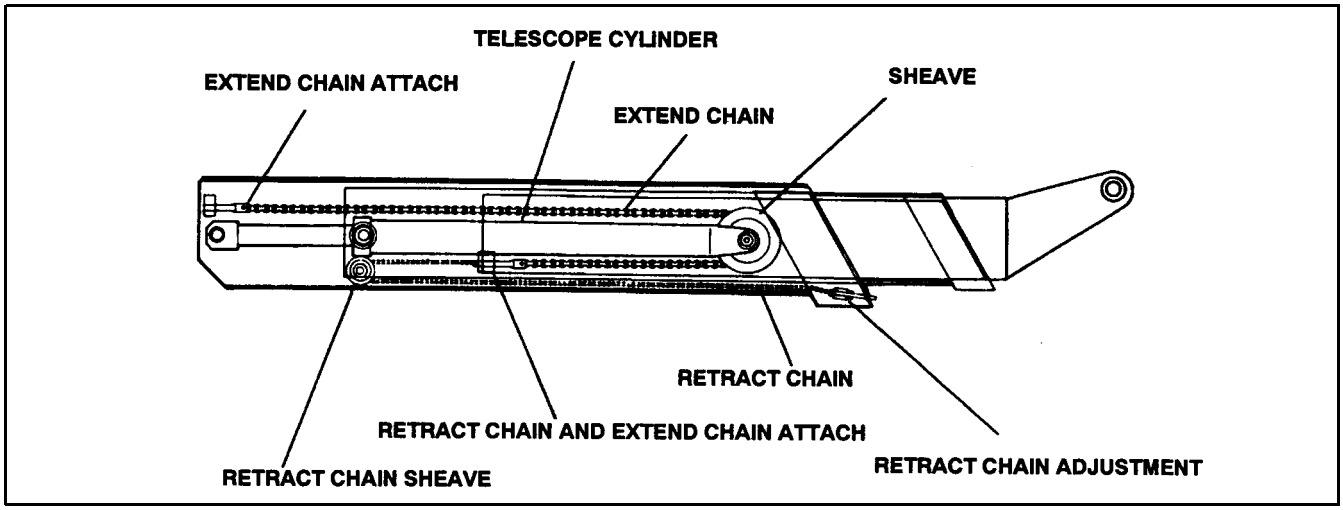

Figure 2-1. Typical Three Section Boom Assembly.
2.6 BOOM CHAINS. (SEE FIGURE 2-1)